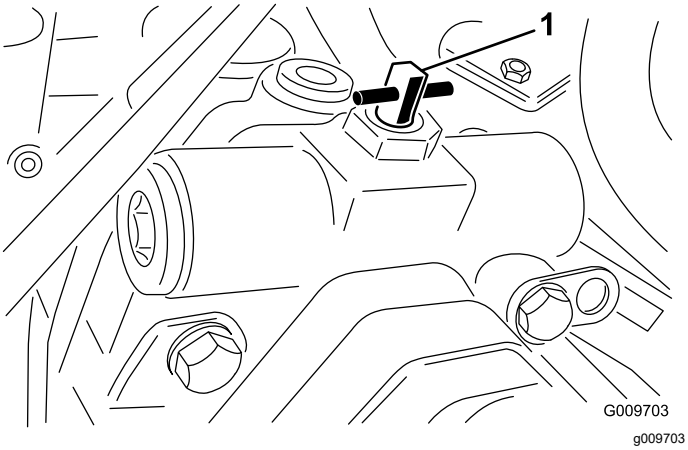

Figur 41
3. Vri ventilen 90° (¼ omdreining) til venstre eller høyre for å åpne den og la væske gå utenom internt (Figur 41).
2. Vri ventilen 90° (¼ omdreining) til venstre eller høyre for å åpne den og la væske gå utenom internt (Figur 41).